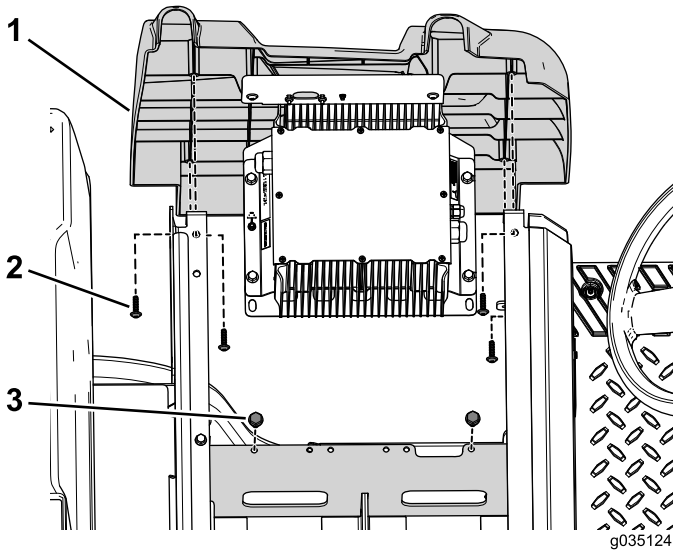

Figure 55
4. Remove the 2 bolts securing the charger bracket to the battery tray (Figure 55).
5. Remove the 4 self-tapping screws securing the left side cover to the machine (Figure 55).